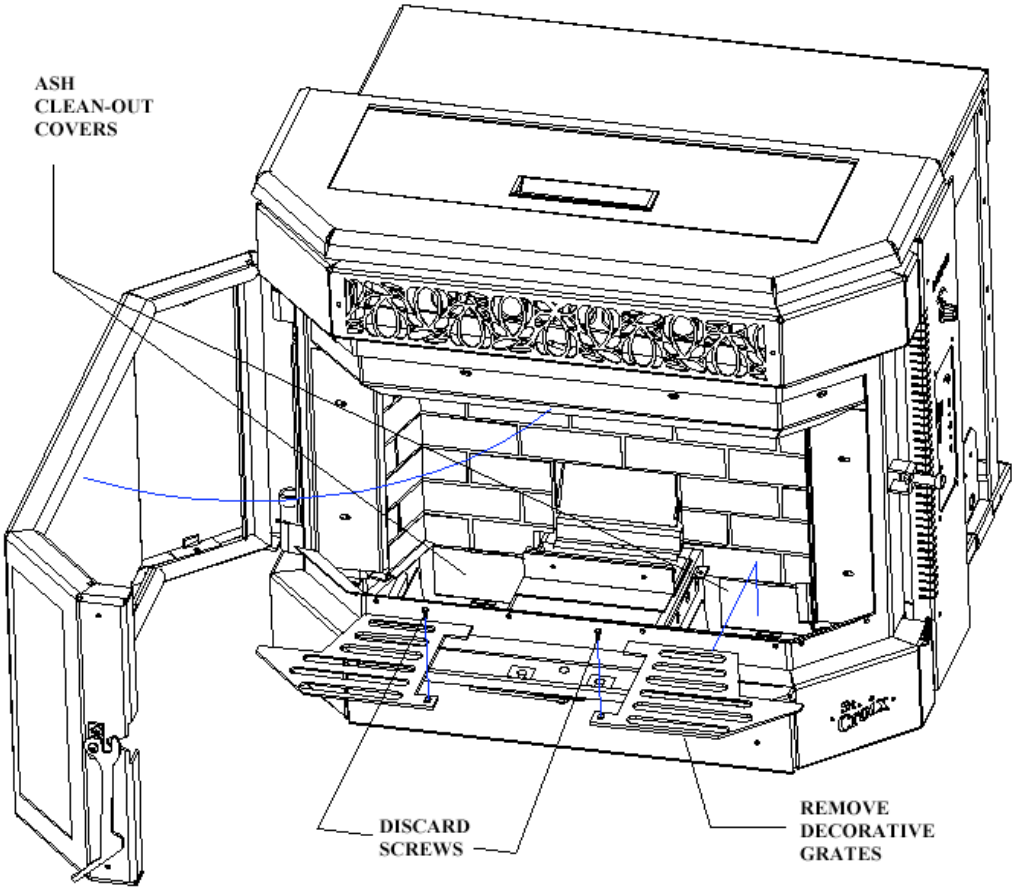

Figure 8
2. Clean the Ash Traps. The York Insert has 2 exhaust cleanout covers (see figure 8) located below the rear brick panel. IT IS CRITICAL THAT YOU KEEP ASH CLEAN OUTS CLEAN FOR SATISFACTORY PERFORMANCE. Remove covers and clean regularly. To access the Ash traps for the first time remove the shipping screws that attach the Decorative Grates on both sides and discard them. Remove both side grates and pull
1. **Spring Shutdown**. After the last burn in the spring, cool the stove. Remove all pellets from the hopper and the auger. Thoroughly clean the burn grate, burn grate box, ash pan and ash traps behind the ash pan. *(To locate the ash traps see Figure 8 on page 12)*